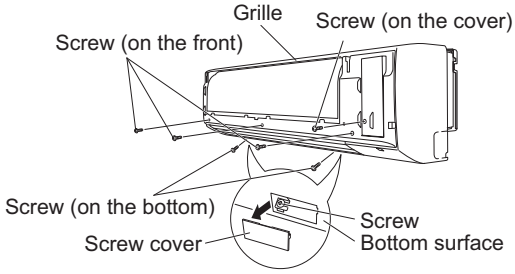

Fig. 2-251
(3) Remove the 3 screws from the front of the unit and remove the screw covers on the bottom surface. Then remove the 2 screws. (Fig. 2-251)
(4) Remove the screw on the right side cover plate and remove the cover. (Fig. 2-251)